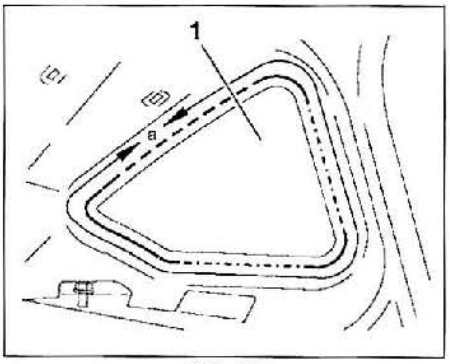

FIG. 59
• En el interior del vehículo, cortar el cordón de cola en (a) **(fig. 59)** y desmontar la luna de custodia (1).